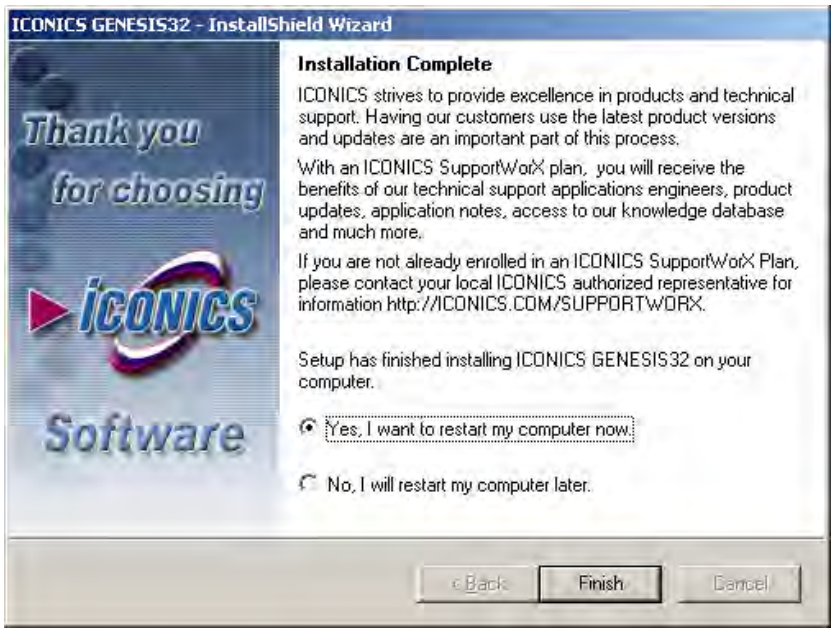

Figure L1.8 - Installation Complete
13. The installation will continue. Once it completes, you should see the Installation Complete dialog shown in Figure L1.8 - Installation Complete, which will ask you to restart the computer.